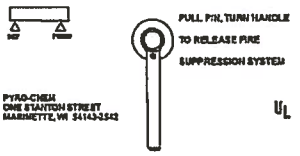

Figure 2-5. Mechanical Control Head.
The Model MCH3 mechanical control head is a fully mechanical control head which can be connected to the PCI-15/17/25s/35/50s/70 cylinder valve. This control head will support a fusible link detection system, a remote mechanical pull station (Model RPS-M), and a mechanical or electric gas shut-off valve. A micro switch (Model MS-SPDT, MS-DPDT, MS-3PDT, or MS-4PDT) can be ordered separately and field installed. It is equipped with a local manual control handle that allows for mechanical system actuation. Operation of the local manual control requires removing the pull pin and rotating the handle clockwise. The Model MCH3 control head can actuate a maximum of five (5) cylinders. **See Figure 2-5.**